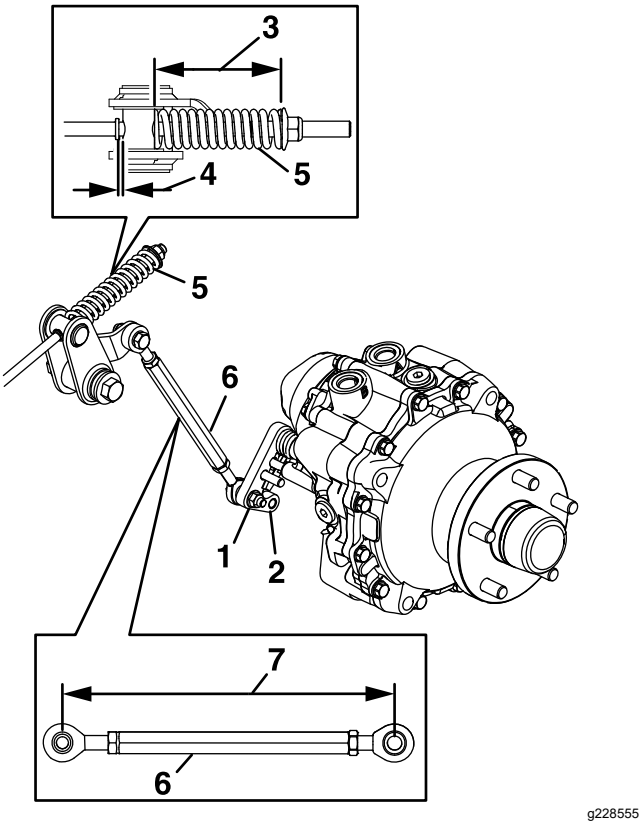

Figura 54
7. Meça o comprimento da conjunto da ligação (Figura 54).
8. Meça o comprimento da mola (Figura 54).